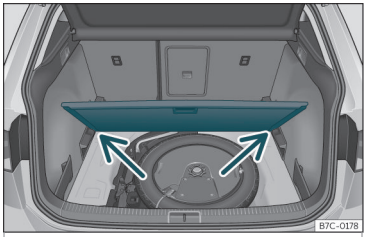

Fig. 109 Suelo variable del maletero: posición inclinada.
- Apoye el piso sobre los alojamientos previstos para tal uso ››› **fig. 109** (flechas).